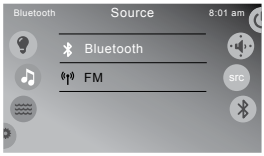

Abb. 11,8a
1. Tippen Sie auf das Musiksymbol auf dem Bedienfeldbildschirm und danach entweder auf die Bluetooth- oder SRC-Taste (Abb. 11,8a), um die Bluetooth-Option auszuwählen.